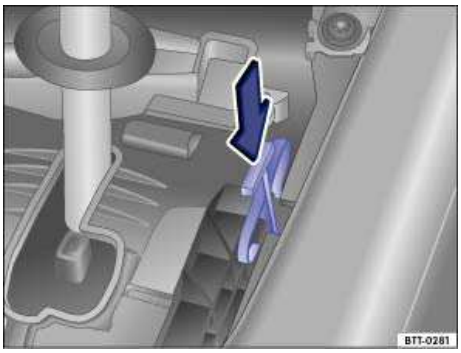

Fig. 163 Releasing the selector lever lock.
- Push the colored release lever ⇒ fig. 163 in the direction of the arrow and hold it in this position.